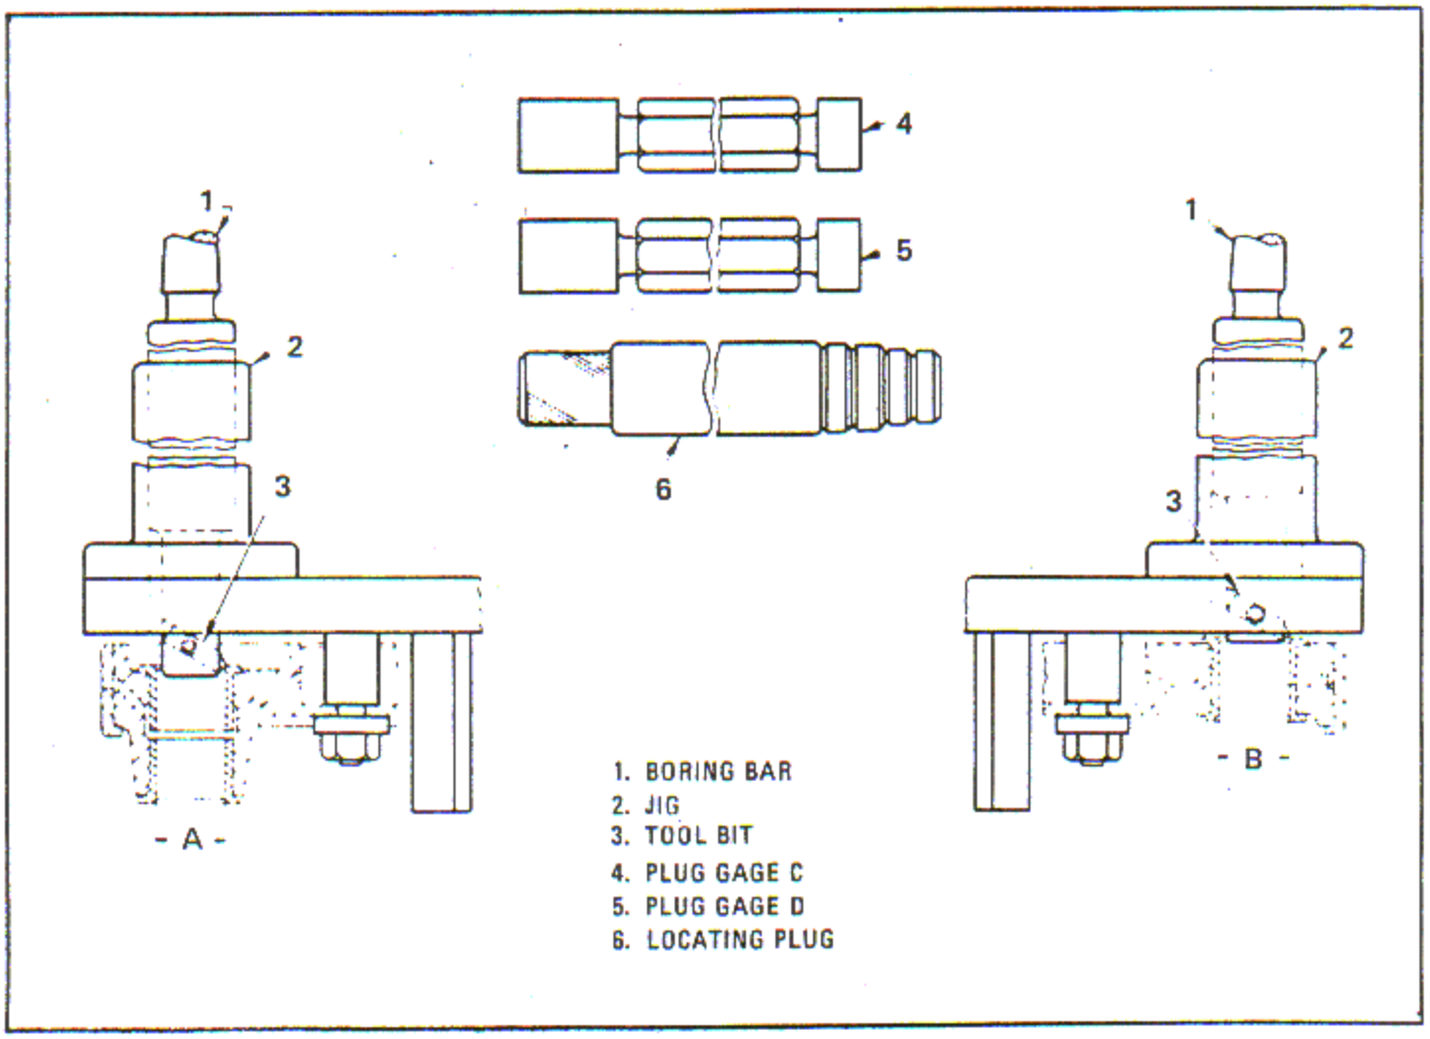

Figure 6-78. Finish Bore Bushings
b. Clamp jig (2, figure 6-78) lightly to the support. Align the jig bushing with the cam drive gear support bushing using plug A, which must be free in the jig and bushing hole, then clamp tightly.
c. Set tool bit (3) in boring bar (1) with a micrometer to obtain diameter A, which is 1.016 - 1.017 inches. Align jig bushing with the boring bar in the spindle and clamp jig (2) to the drill press table.
d. Finish bore the bushings, checking with gage C (4).
e. Relocate jig (2) at the oil sump pump gear drive bushings using plug A, and then clamp jig tightly.
f. Set the tool bit (3) to obtain diameter B, which is 1.015 - 1.016 inches. Locate and clamp the jig (2) and finish bore the bushings. Check the finished hole with gage D (5).
b. Clamp jig (2, figure 6-78), lightly to the support. Align the jig bushing with the cam drive gear support bushings using locating plug (6), which must be free in the jig and bushing hole, then clamp tightly.
c. Set tool bit (3), in boring bar (1), with a micrometer to obtain a diameter of 1.016 - 1.017 inches. Align the jig bushing with boring bar in spindle and clamp jig (2) to drill press table.
e. Relocate jig (2), at the oil sump pump gear drive bushings using locating plug (6), which must be free in jig and bushing hole, then clamp tightly.
f. Align the jig bushing with the boring bar (1) in the spindle and clamp the jig to the drill press table.